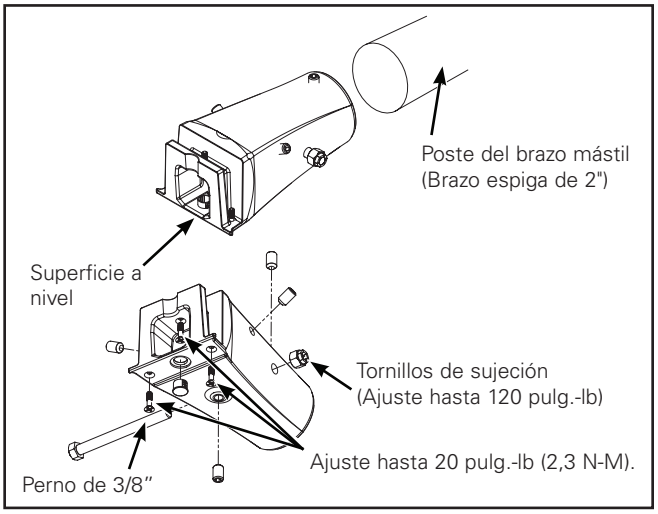
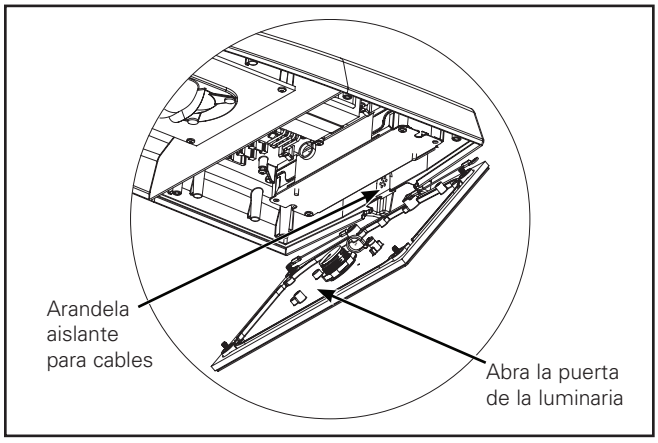

Figura 7.
Figura 8.
Montaje en brazo del mástil (Figura 7. y Figura 8.)
2. Asegure el adaptador del brazo mástil al brazo con los (4) tornillos de sujeción de 3/8-16 x 3/8". Nivele el adaptador del brazo del mástil mientras ajusta los tornillos de sujeción. Ejerza torsión a 120 pulg./lb.
4. Abra la puerta de la luminaria aflojando los (4) tornillos Phillips (o las tuercas mariposa si estuvieran incluidas) de la puerta. (Figura 8.)
5. Quite la arandela aislante en la parte trasera para los cables de la luminaria. (Figura 8.)
6. Pliegue los cables de las luminarias y los cables del adaptador para brazo mástil para sacarlos del camino y deslice la luminaria sobre el adaptador para el brazo mástil. Ajuste los tres tornillos Phillips hasta 20 pulg. libras (2.3 N-M) e instale el tapón de plástico sobre el tornillo central. (Figura 7.)